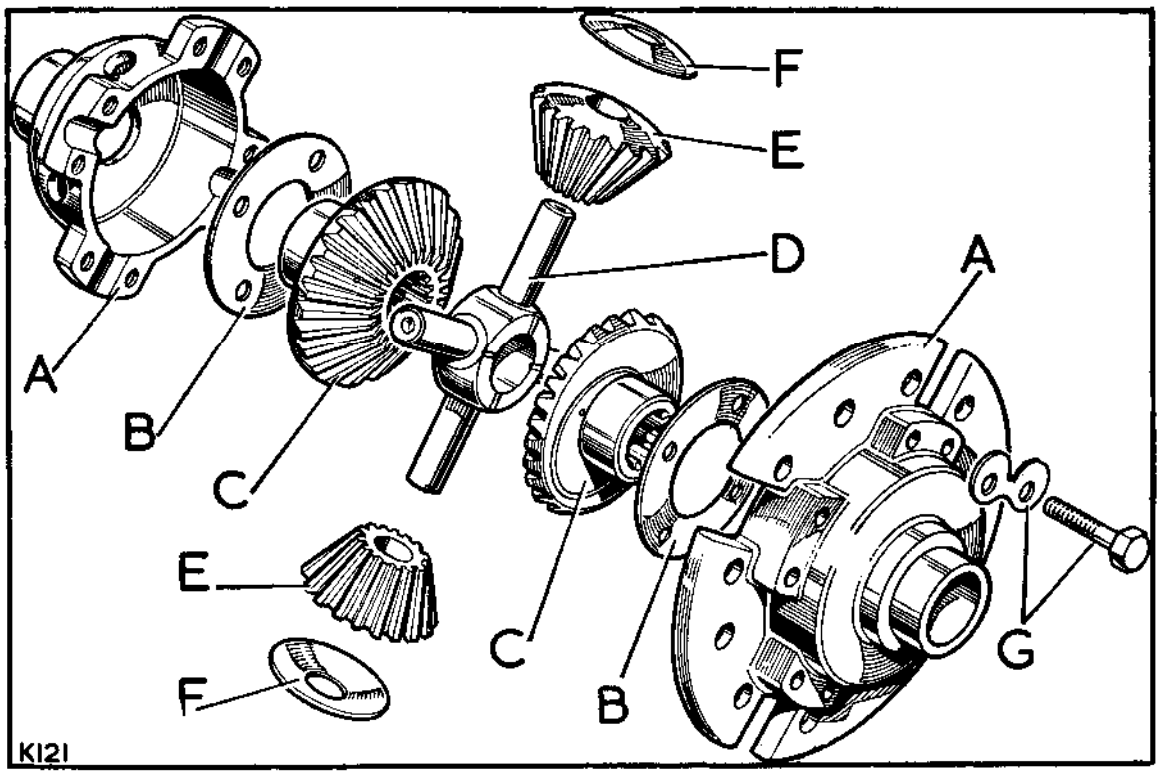

**Fig. E1-79. Differential assembly**
3. Assemble the differential pinions and spherical washers to the spindle, and locate the assembly into the smaller differential case half. See Fig. E1-79.